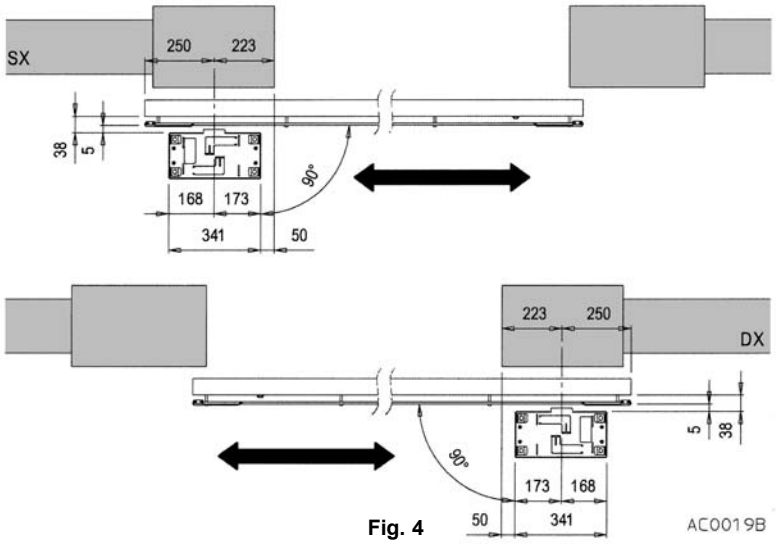
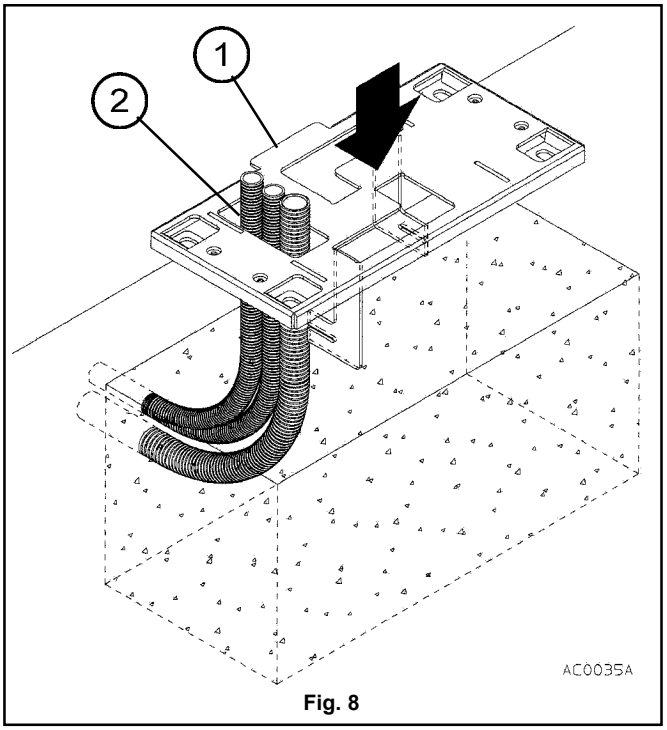

Fig. 4
Fig. 8
a) Rispettare le quote riportate in fig. 4 per il posizionamento della piastra di ancoraggio del motoriduttore.
c) Praticare uno scavo di fondazione di grandezza adeguata a contenere la base in calcestruzzo per la piastra di ancoraggio del motoriduttore, facendo riferimento alle quote riportate in fig. 4 e 5.
g) Appena colato il calcestruzzo, posizionare la piastra di ancoraggio orientata in modo tale che la linguetta (1 fig. 8) sia rivolta verso il cancello, immergere quindi nel calcestruzzo le L di ancoraggio infilando i tubi dei cavi elettrici attraverso l'apposito foro (2 fig. 8).
a1) Posizionare la piastra di ancoraggio sulla base di calcestruzzo rispettando le quote riportate nelle figure 4 e 5 e con la linguetta (1 fig. 8) orientata verso il cancello.
a1) la piastra di ancoraggio deve essere ad una quota di almeno 99 mm sotto il filo dei denti e a 5 mm dal filo esterno della cremagliera come indicato in fig. 4 e 5, per consentire il corretto inserimento del pignone sotto la cremagliera.